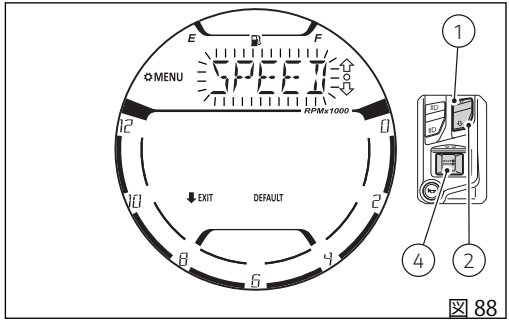

図 88
ボタン (1) および (2) で点滅している項目 “SPEED” (図 88) を選択し、ボタン (4) を押します。
その後、ディスプレイは “SPEED” の文字の点滅表示に戻ります (図 88)。